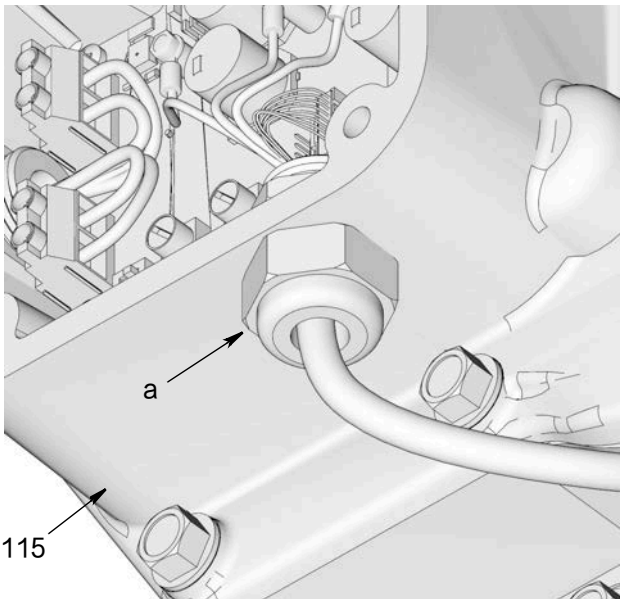

图 57
8. 使用扳手松开溢放口 (a)，从壳体上拆下线束（图 57）。